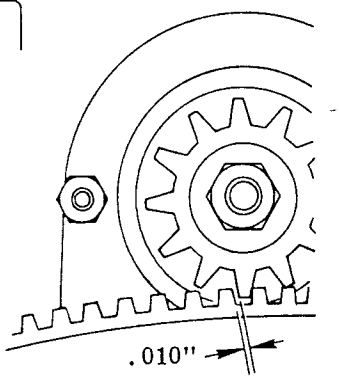

Figure 2
3. Rotate the flywheel until the engine is "on compression". With fingers, roll the Bendix gear up the starter shaft and engage flywheel gear. Gear teeth "backlash" at this point should be .010". (See Figure 2)